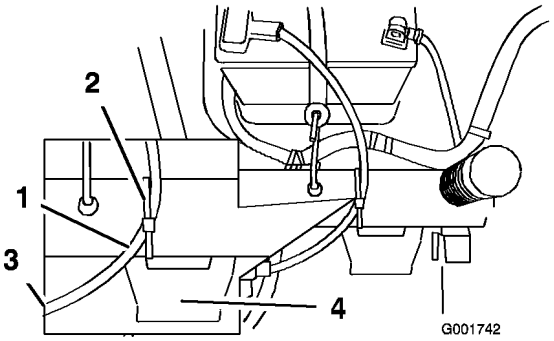

Figure 2
1. Route the battery cable from the positive battery post to the solenoid. Ensure the cable is routed above the crossbar and between the seat supports as shown in Figure 2.